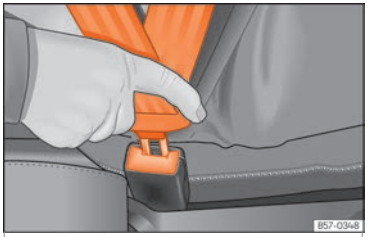

Fig. 14 Insertar la lengüeta del cinturón de seguridad en su cierre.
- Encastre la lengüeta en el cierre del asiento correspondiente ››› **fig. 14**.